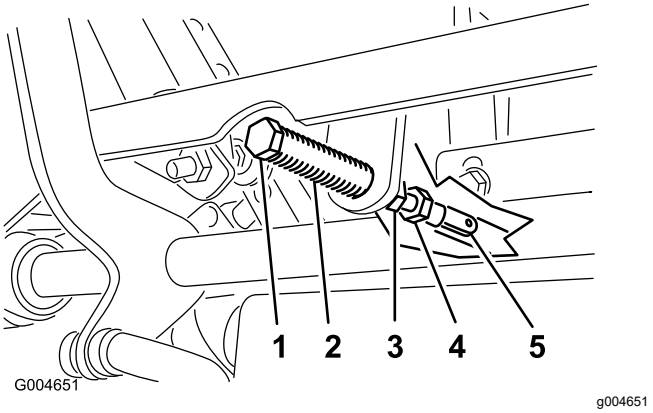

Figur 50
5. Dra reglaget bakåt tills sprintbulten (på armen ovanför den vridbara axeln) kommer i kontakt med spårets ände (så att det precis börjar tryckbelasta fjädern) enligt (Figur 50).
7. Lossa muttern och kontramuttern mot oket om justering krävs (Figur 50).
8. Dra rörelsereglagespaken något bakåt och vrid huvudet på justerskruven i lämplig riktning tills rörelsereglagespaken är centrerad i det NEUTRALA LÅSLÄGET (Figur 50).
9. Dra åt muttern och kontramuttern (Figur 50).
10. Dra åt kontramuttrarna vid kullederna (Figur 50).